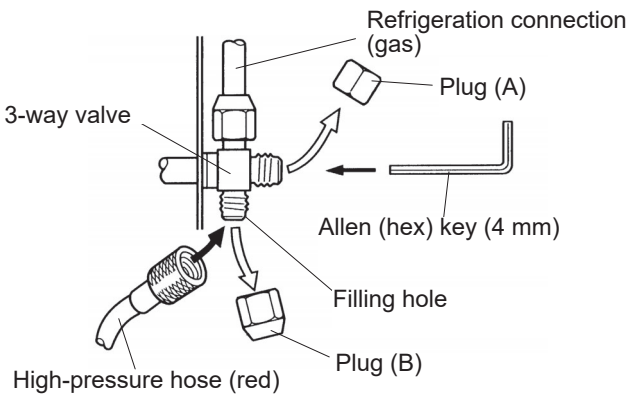

fig. 52 - Connecting the hose to the gas valve
- Connect the high pressure hose from the *Manifold* to the filling hole (fig. 52).